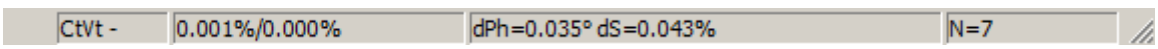

Abbildung 73: Anzeige der Genauigkeiten in der *Status Bar*
Die in der Liste angezeigten Werte werden in die korrespondierenden Einstellwerte phi (V) (Abbildung 73) kopiert. Eine Rücknahme ist nicht möglich.#